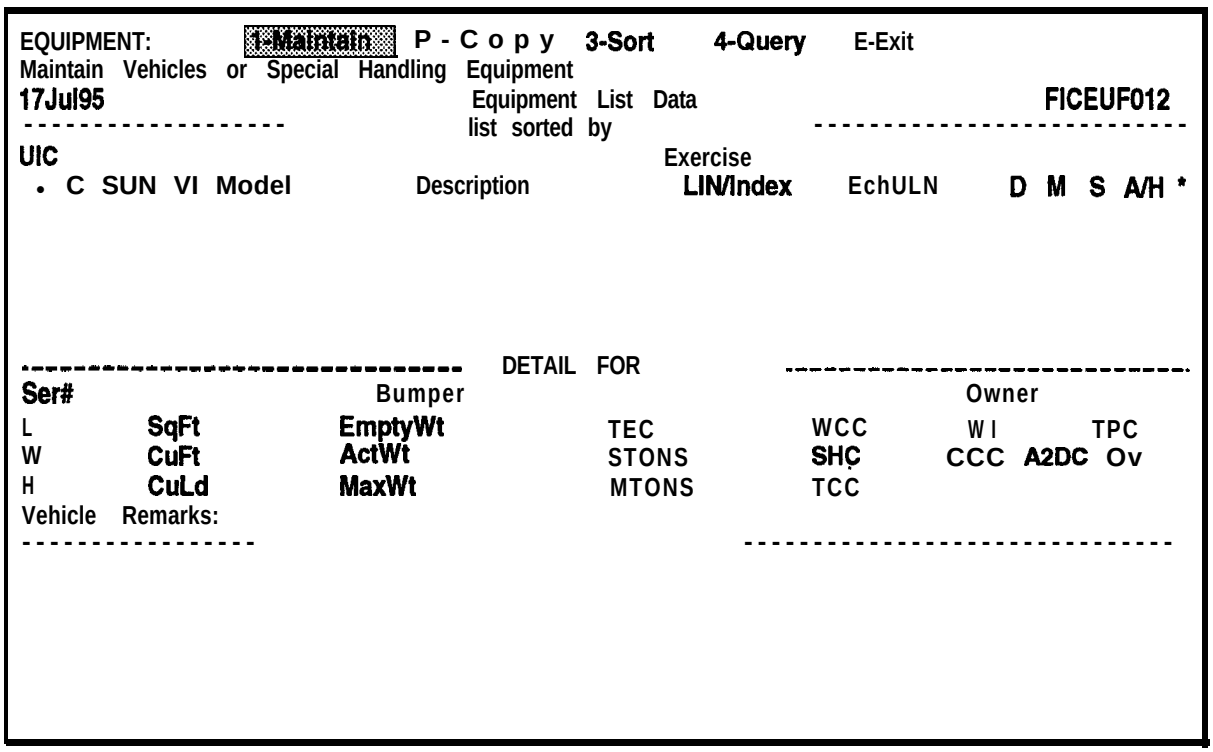

Figure 5-36. Blank Equipment List Data Screen with EQUIPMENT: ring menu at the top
b. Select **the SpecHdlng** option. An Equipment List Data screen will be displayed, as shown in Figure 5-36 with the EQUIPMENT: ring menu displayed at the top.